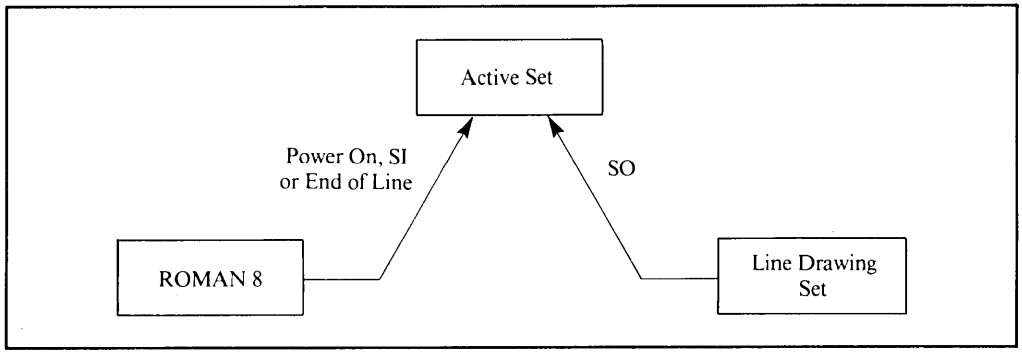

Figure B-1. Accessing ROMAN 8 and Line Drawing Set
The ROMAN 8 is always the Base Set (or Primary Set) which is invoked by default at power-on, by receipt of the Shift-in (SI) control code, or when the cursor goes into a new line (see figure B-1).
The Line Drawing Set is always the Alternate (Secondary) Set which is invoked by receipt of a Shift-out (SO) control code (see figure B-1).
The Shift-out control code causes subsequent characters to be displayed from the alternate set (Line Drawing). The terminal remains "shifted out" until receipt of a Shift-in control code or until the cursor moves to a new line. See figure B-1.